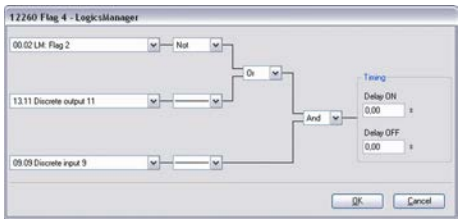

Fig. 173: LogicsManager function "Flag 4"
5. Configure the LogicsManager function "Flag 4" as shown in (Fig. 173).